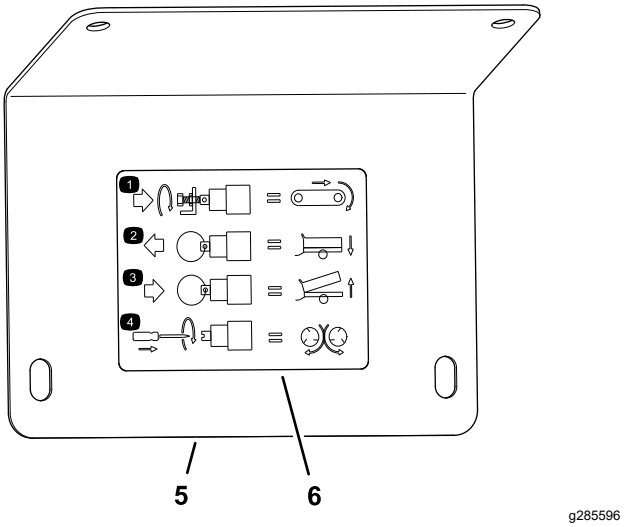

**Rysunek 34**
**Informacja:** Patrz etykieta umieszczona na pokrywie (Rysunek 34).